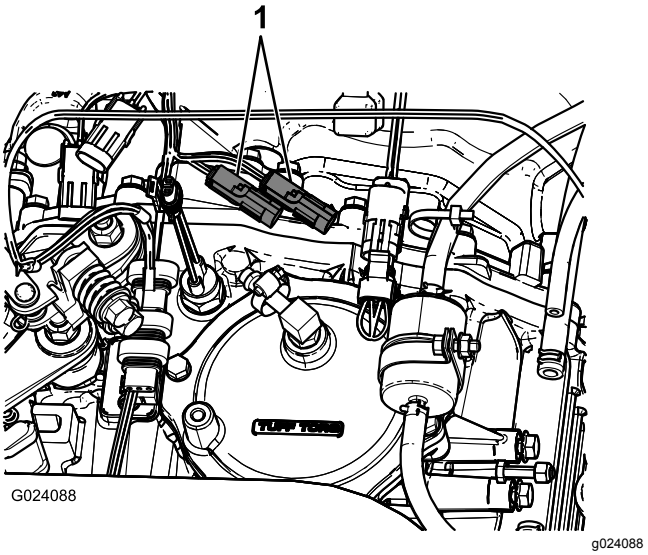

Figuur 12
9. Koppel de bestaande snelheidssensor aan op de aansluiting voor de snelheidssensor, en de outputaansluiting van de snelheidssensor op de nieuwe kabelboom (Figuur 12).